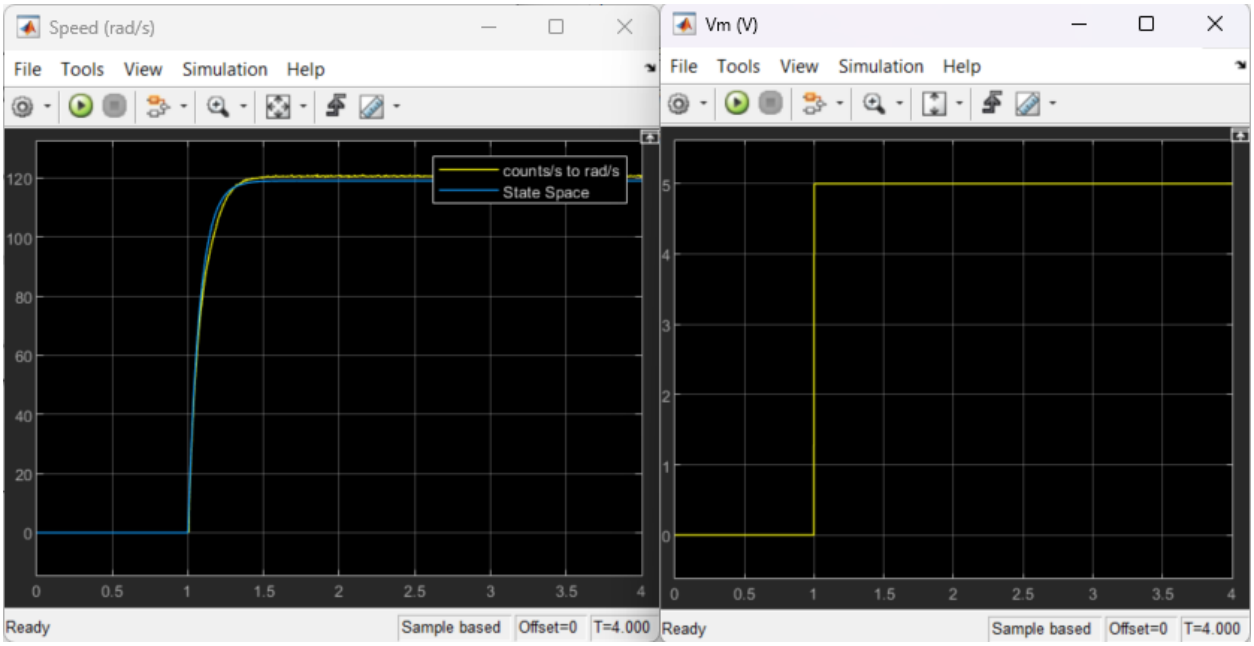

Figure 2: Comparison of the State Space Model with the physical response in the speed scope.
3. Run the QUARC controller using the `Run` button on the `Simulation` tab. The response should be similar to the scope in Figure 2.